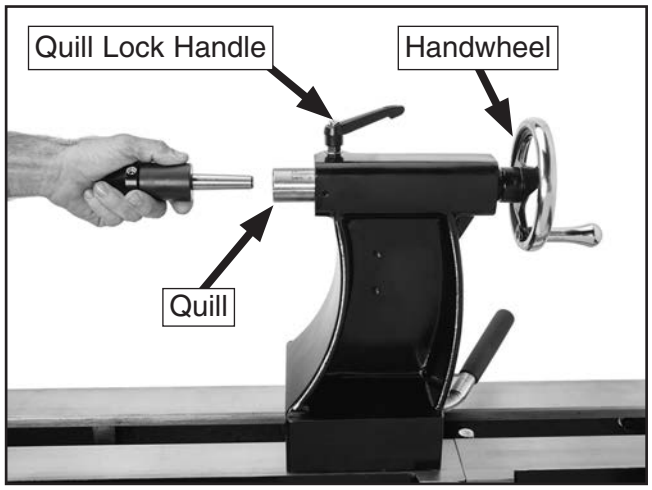

Figure 35. Installing center into tailstock quill.
1. Loosen quill lock handle, and rotate handwheel until quill extends about 1", as shown in **Figure 35**.
3. Firmly insert tapered end of center into tailstock quill, as shown in **Figure 35**.